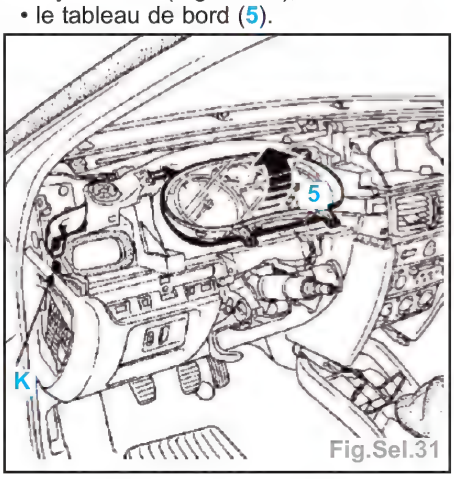

Fig.Sel.31
- Après avoir déposé le cache (outil **Car. 1597**), déposer les 3 vis (J).
- Dégager la casquette (4).
- les 2 agrafes (K), puis dégager les tuyaux d'air (Fig.Sel.31),
- le tableau de bord (5).